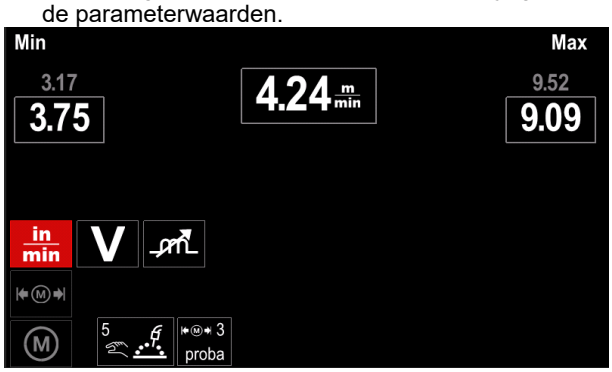

Afbeelding 39.
- Afbeelding 39 toont het effect van het wijzigen van de parameterwaarden.